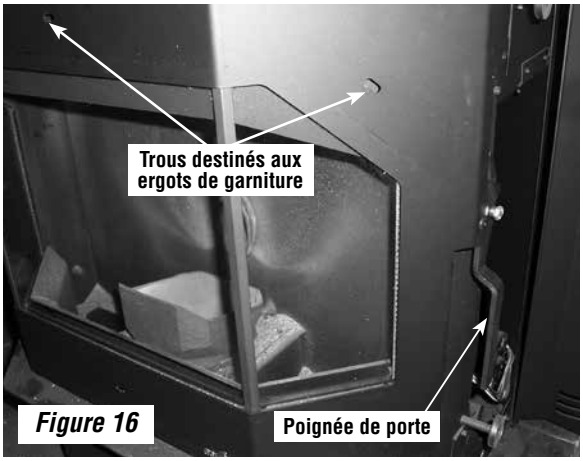

Figure 16
2. Ouvrir les portes droite et gauche. Les portes latérales pivotent sur le bord arrière du poêle encastrable. Voir ***figure 16***.